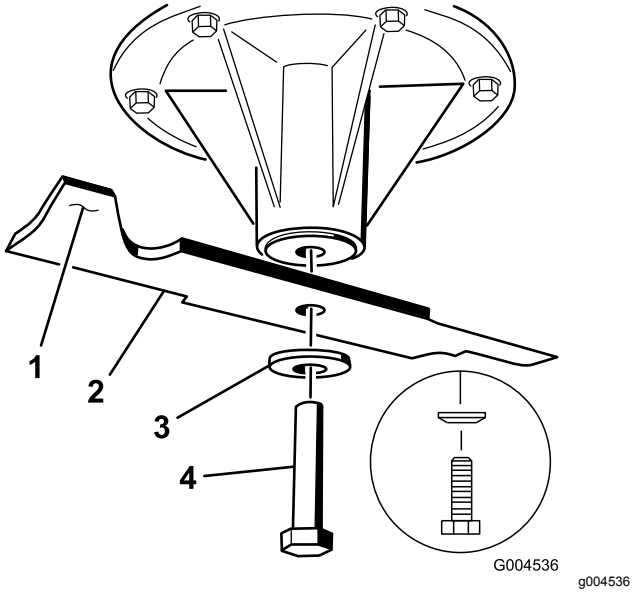

Figur 89
2. Avlägsna knivskruven, den böjda brickan och kniven från spindelaxeln (Figur 89).